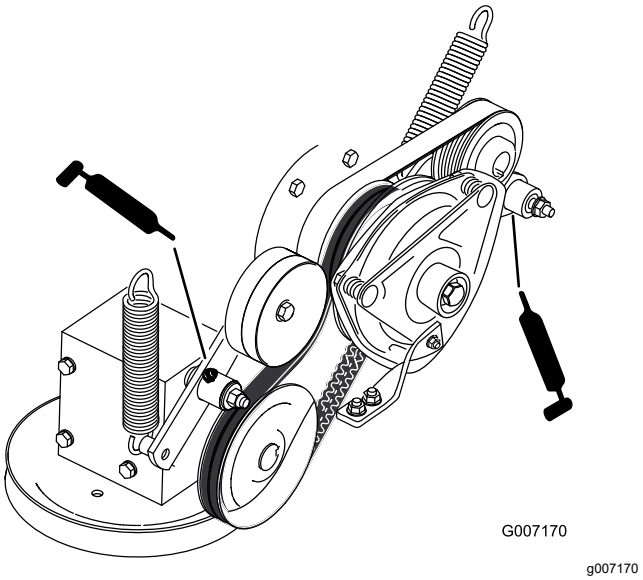

Figuur 52
8. Smeer de arm van de riemspanpoelie van de aftakas (Figuur 52).
9. Smeer de arm van de riemspanpoelie van de pomp (Figuur 52).